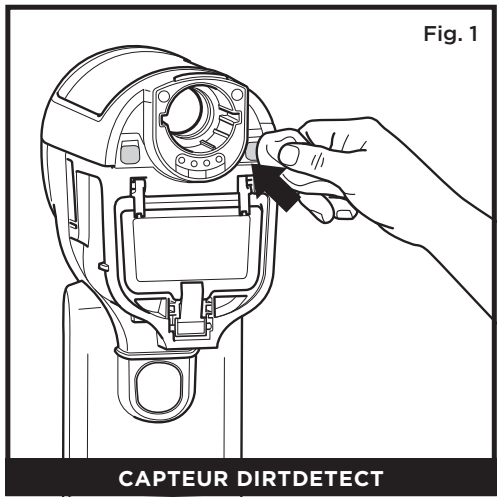
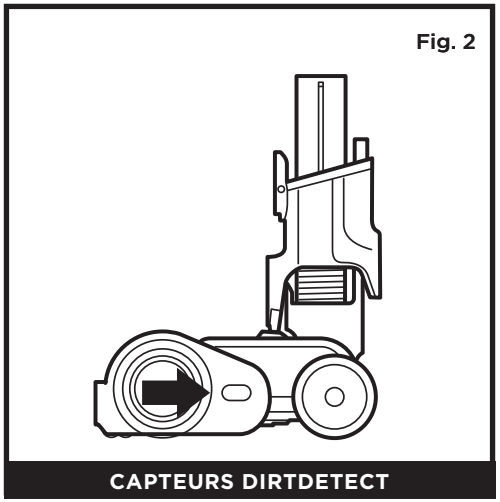
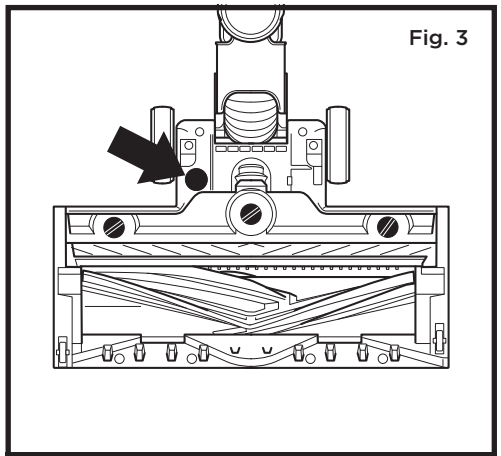

Fig. 1
Fig. 2
Fig. 3
2. Localiser le capteur Dirt Detect (Fig. 1), le capteur Edge Detect (Fig. 2), et le capteur Floor Detect (Fig. 3).